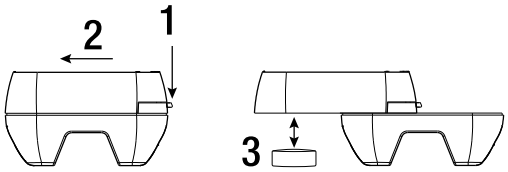

**Figure 15.3** 1. Press the tab down; 2. Slide the housing open; 3. Replace the battery.
1. Press the battery housing tab and slide the TA93 apart as shown in Figure 15.3.